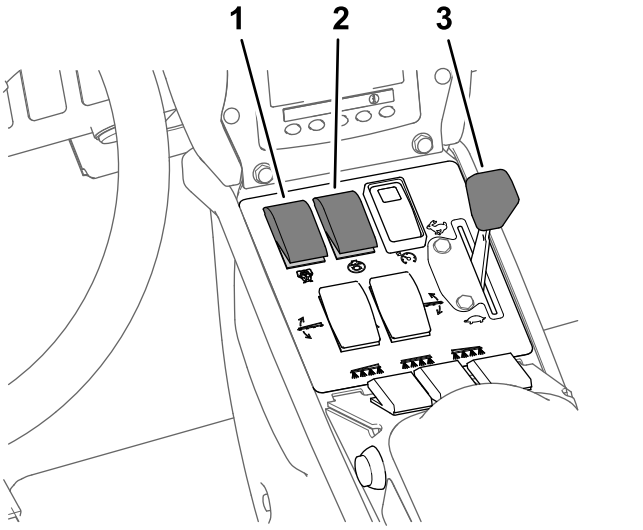

Figur 40
8. Slå PÅ omrörningsomkopplaren och sprutpumpomkopplaren (Figur 40).
9. För gasreglaget till det SNABBA läget (Figur 40).
Obs: Den här proceduren förutsätter att sprutpumpen är påslagen. Se Figur 40 i Spridning i spruthastighetsläget (sida 36).
4. För gasreglaget till den hastighet du vill använda för spridning. Se Figur 40 i Spridning i spruthastighetsläget (sida 36).